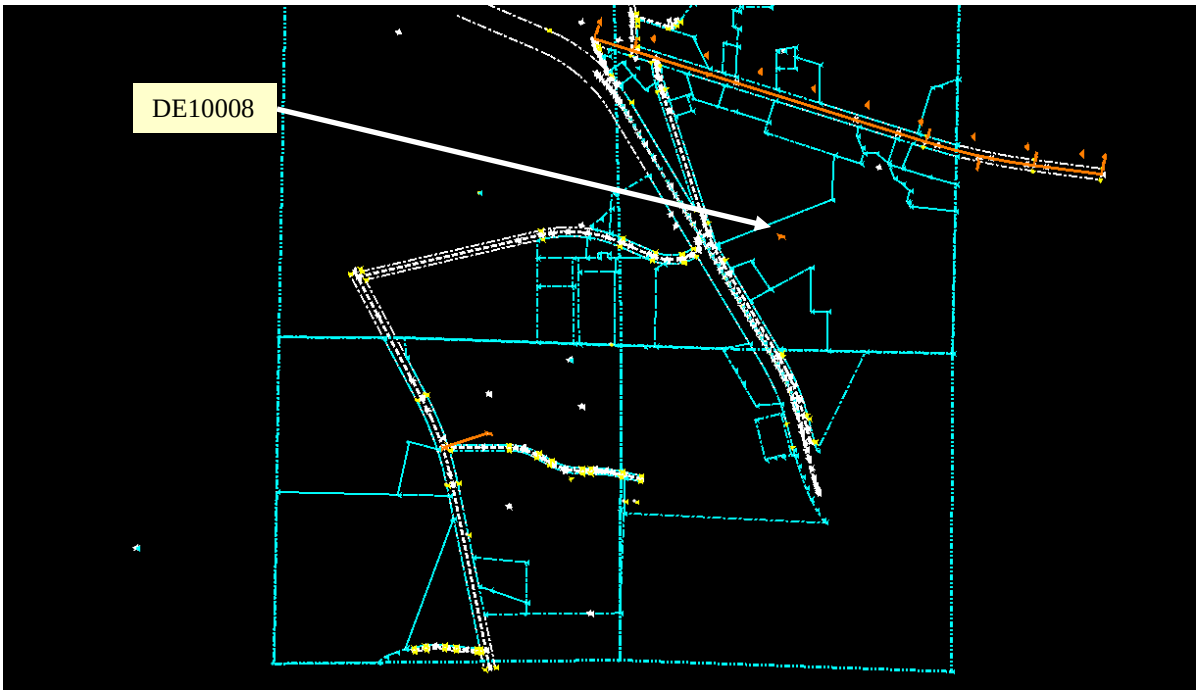
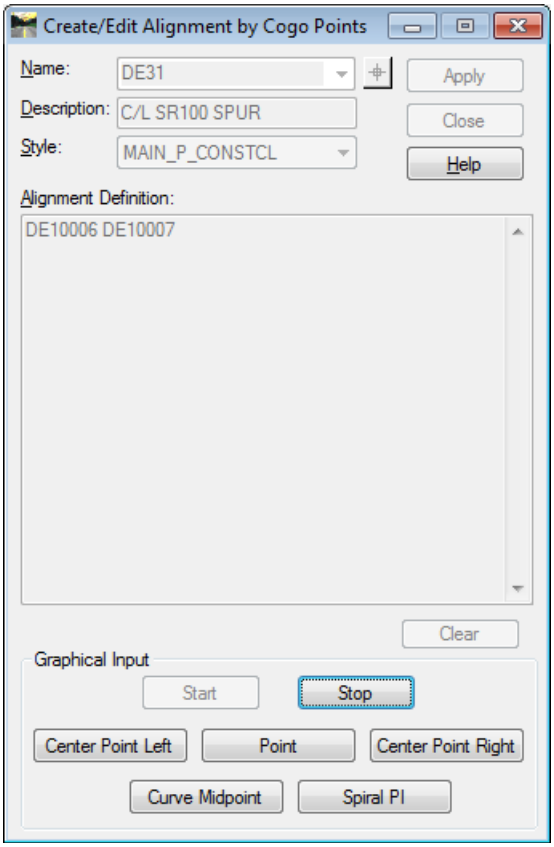

Figure L3-35 MicroStation Window
Figure L3-36 Create/Edit Alignment by Cogo Points
40.	**In Addition to Manually Keying in Point Names into the 'Alignment Definition' Field, Points may be Graphically Selected by using the Buttons at the Bottom of the Command.** • Click the **Start** button. • Look in the bottom left corner of the MicroStation Window. You are prompted to **'> Identify Point'**. > Identify Point . • In MicroStation, left click on point **DE10008** as shown in *Figure L3-35*. (You may have to zoom in close to select it.) • Look in the bottom middle of the MicroStation Window. You are prompted with the message. '**Point DE10008 selected'**. Point DE10008 selected . • Look in the bottom left corner of the MicroStation Window. You are prompted to '> **Identify Point'**. > Identify Point . • At this point you can identify another point or you can right mouse click to return to the **Create/Edit Alignment…** command. **Right Mouse** click somewhere over the MicroStation Window to return to the **Create/Edit Alignment…** command. The **Create/Edit Alignment…** command returns as shown in *Figure L3-36*.